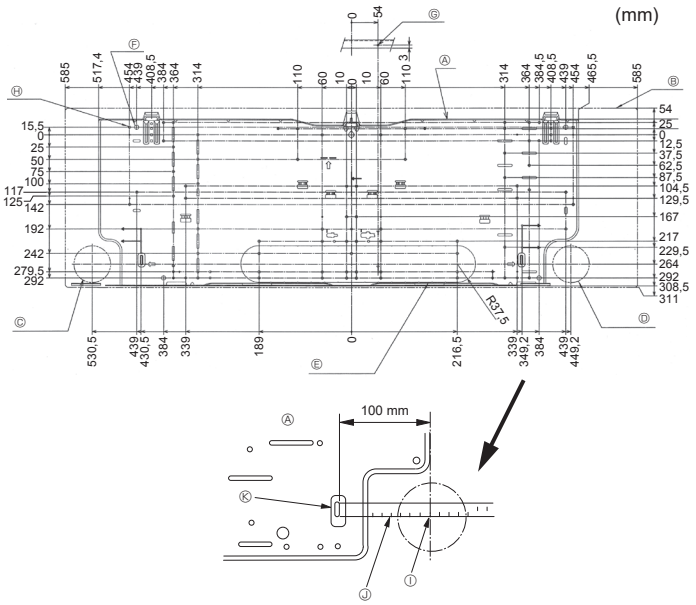

Fig. 3-2
①	Placa de montaje	1	Fijado a la parte trasera de la unidad
②	Tornillo roscado 4 × 25	7
③	Cinta de fieltro	2
④	Tubo de conexión en L	1
⑤	Tuerca de carga	1
⑥ *	Controlador remoto inalámbrico	1
⑦ *	Soporte del controlador remoto	1
⑧ *	Pilas alcalinas (tamaño AAA)	2
⑨ *	Tornillo roscado 3,5 × 16	2
⑩	Pieza distanciadora	1	Utilice el material de embalaje
3.2. Instalación del soporte de montaje en la pared (Fig. 3-2)